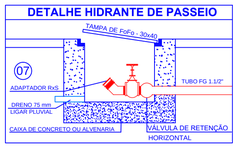

Figura D.1 - Sistema tipo 1
10.3 Na utilização de grupos B, D, E e H e nos divisos F1, F2, F3, F4 e F5, conforme a tabela 2, devem ser protegidos por sistemas tipo 1 com vazão de 100 L/min, dotados de pontos de tomada de água de engate rápido para mangueiras de 40 mm (1½"). Ver figura D.1.